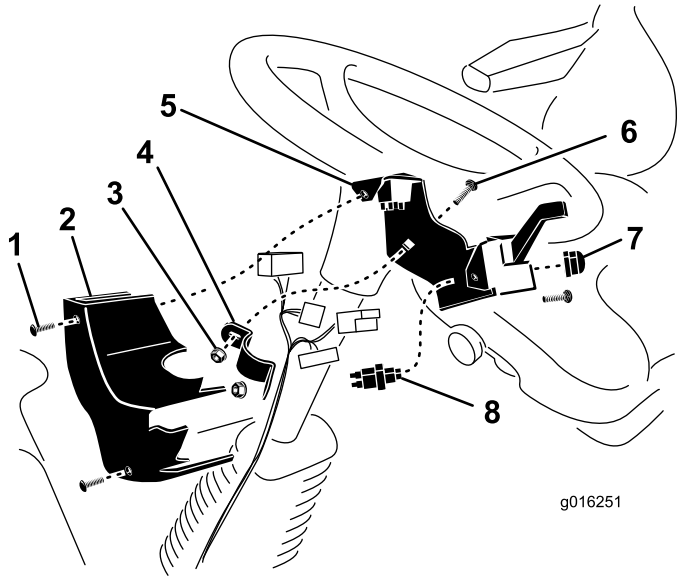

Figuur 5
2. Monteer de kolombeugel achteraan de stuurkolom met de houder van de kolombeugel, (2) 3/8 inch x 1 inch slotschroeven en 3/8 inch flensmoeren. Plaats de kolombeugel zo hoog mogelijk op de stuurkolom, zoals in Figuur 5. Zorg ervoor dat de kolombeugel niet in de weg zit van het stuur.
3. Als de kabelboom aangesloten is op de schakelaars, monteert u het kolomdeksel op de (2) plaatmoeren van de kolombeugel met schroeven (Figuur 5).